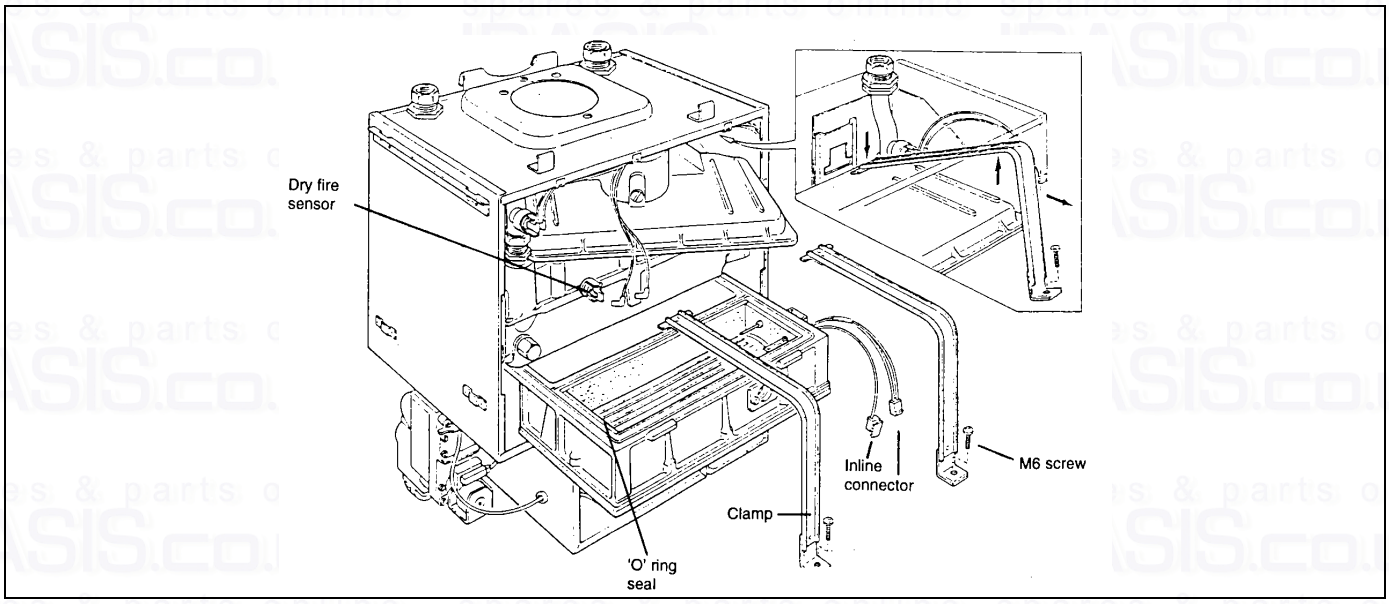

FIG. 17 REMOVING CLAMPS
6) Disconnect inline connectors for the hot surface igniter and the flame sensor on the right hand side of the combustion chamber. FIG. 17.
7) Remove two M6 screws retaining clamps around flue hood and combustion chamber. FIG. 17.
8) Remove the top clamps from their anchor points at the rear of the casing. FIG. 17.
9) Disconnect electrical connections from dry fire sensor. FIG.17.
11) Carefully remove flue hood by moving the right hand side of the flue hood forward and gently guide the hood around the flow tapping on the heat exchanger. FIG. 17.
a) Remove combustion chamber as described in **"Servicing Boiler".** See FIG. 17.
a) Remove combustion chamber/fluehood as described in "Servicing Boiler" See Fig.17.